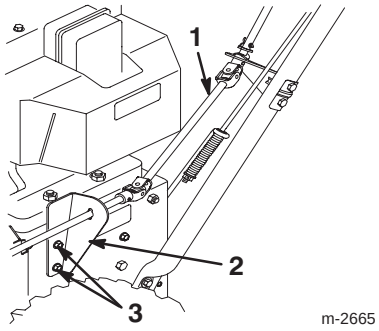

Bild 14
1. Entfernen Sie die zwei Schrauben vom Befestigungsprofil der Auswurfkanalsteuerstange an der linken Seite des Rahmens (Bild 14).
4. Montieren Sie das Profil mit den beiden Schrauben (Bild 14).